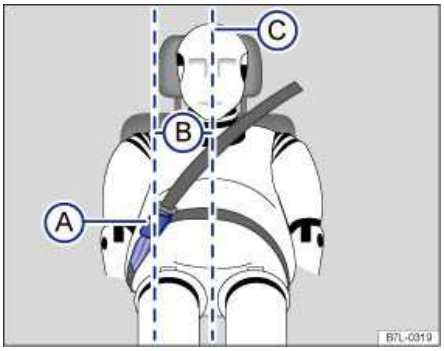

Fig. 56 Positioning of the safety belt extender.
Key to fig. 56:
- **Never use a safety belt extender if the distance (B) between the front edge of the safety belt extender buckle (A) and the centerline of the person using the safety belt extender**
⇒ fig. 56 (C) is less than 6 inches (15 cm).